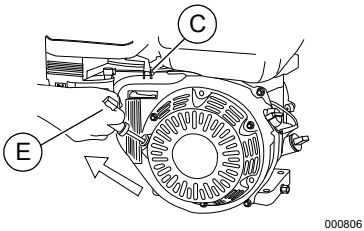

Figure 3-5. Engine Recoil
4. See *Figure 3-5*. Move throttle lever (C) about 1/3 away from the MIN position.